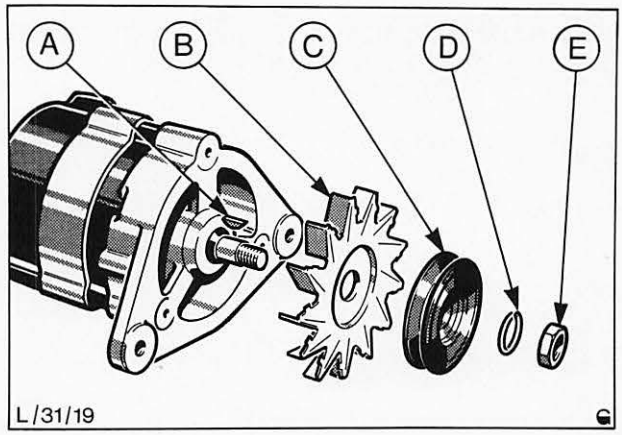

Abb. 66 Lüfter, Riemenscheibe und zugehörige Teile
32. Abstandsscheibe, Scheibenfeder, Lüfter, Riemenscheibe, Federring und Haltemutter aufsetzen. Abb. 66.